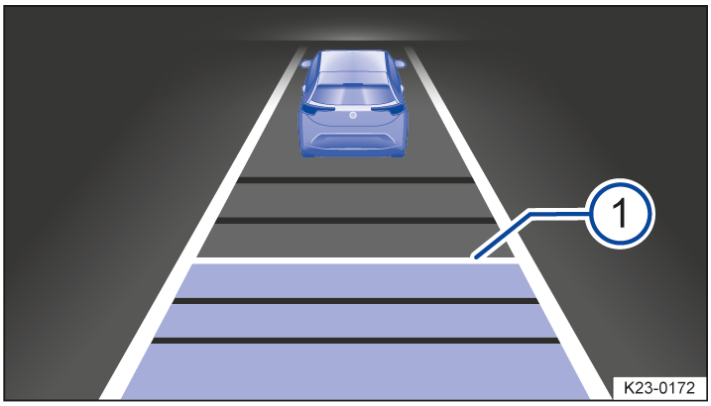

Fig. 1 In the instrument cluster display: set distance during control (general example).
The instrument cluster display shows the selected level → *fig. 1* (1). Heed the country-specific regulations for minimum distance.